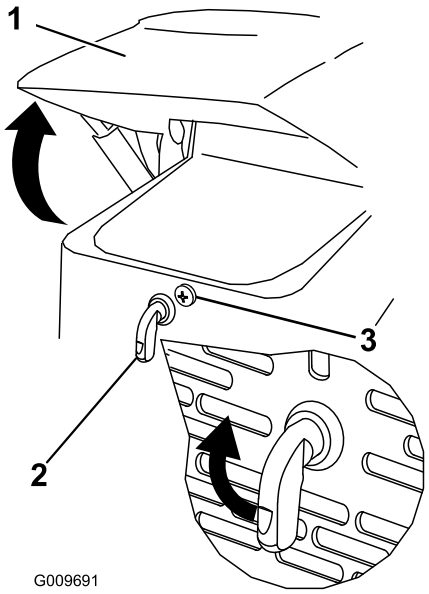

Figuur 25
1. Draai de vergrendelschroef van de motorkap los (Figuur 25)
2. Draai de motorhendel rechtsom (Figuur 25).
3. Klap de motorkap omhoog (Figuur 25).
3. Draai de vergrendelschroef van de motorkap vast om de hendel te vergrendelen (Figuur 25).